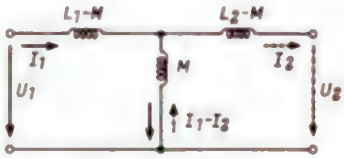
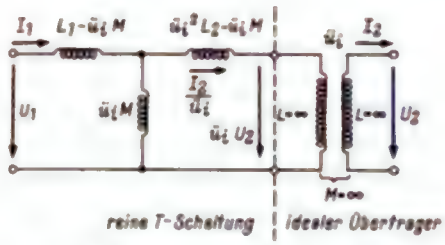

Bild 3. T-Ersatzschaltung des Transformators
Bild 4. T-Ersatzschaltung des Transformators mit Ergänzung durch idealen Transformator mit dem Übersetzungsverhältnis $\ddot{u}_i$
Aus ihnen kann man leicht ein anschauliches Ersatzbild aufbauen: Die beiden Spannungen U_1 und U_2 ergeben sich aus den Strömen I_1, I_2 und $I_1 - I_2$, die einen Spannungsabfall an den drei Induktivitäten M, $(L_1 - M)$ und $(L_2 - M)$ hervorrufen. Hieraus resultiert die T-Ersatzschaltung Bild 3.
Dieses Ersatzschaltbild hat nun zwei Nachteile: Die Eingangs- und Ausgangsseite ist nicht mehr, wie beim „wirklichen" Übertrager galvanisch voneinander entkoppelt. Um diesem Mangel abzuhelfen, kann man das Bild 3 in der Weise ergänzen, daß man sich dem T-Glied einen idealen Übertrager nachgeschaltet denkt, wie Bild 4 veranschaulicht. Dieser ideale Übertrager besteht aus einem verlust- und streuungslosen Übertrager, dessen Induktivitäten L_1, L_2 und M unendlich groß angenommen werden.
In Bild 4 sind mit einem Übersetzungsverhältnis $\ddot{u}_i$ des idealen Übertragers die neuen Werte, die jetzt für die T-Schaltung maßgebend sind, eingetragen.
Mit diesen in Bild 4 eingezeichneten Werten lauten dann für diesen Fall die Transformatorgleichungen aus (15) und (16) bezogen auf das reine T-Ersatzbildteil: